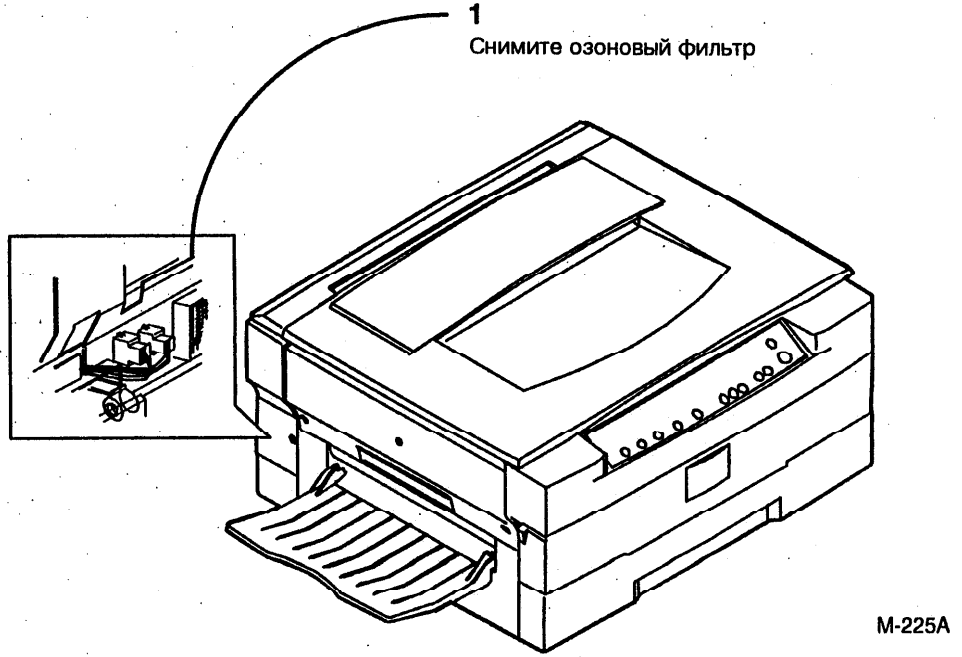

Рис. 1. Снятие озонового фильтра
2. (Рис.1): Снимите озоновый фильтр.